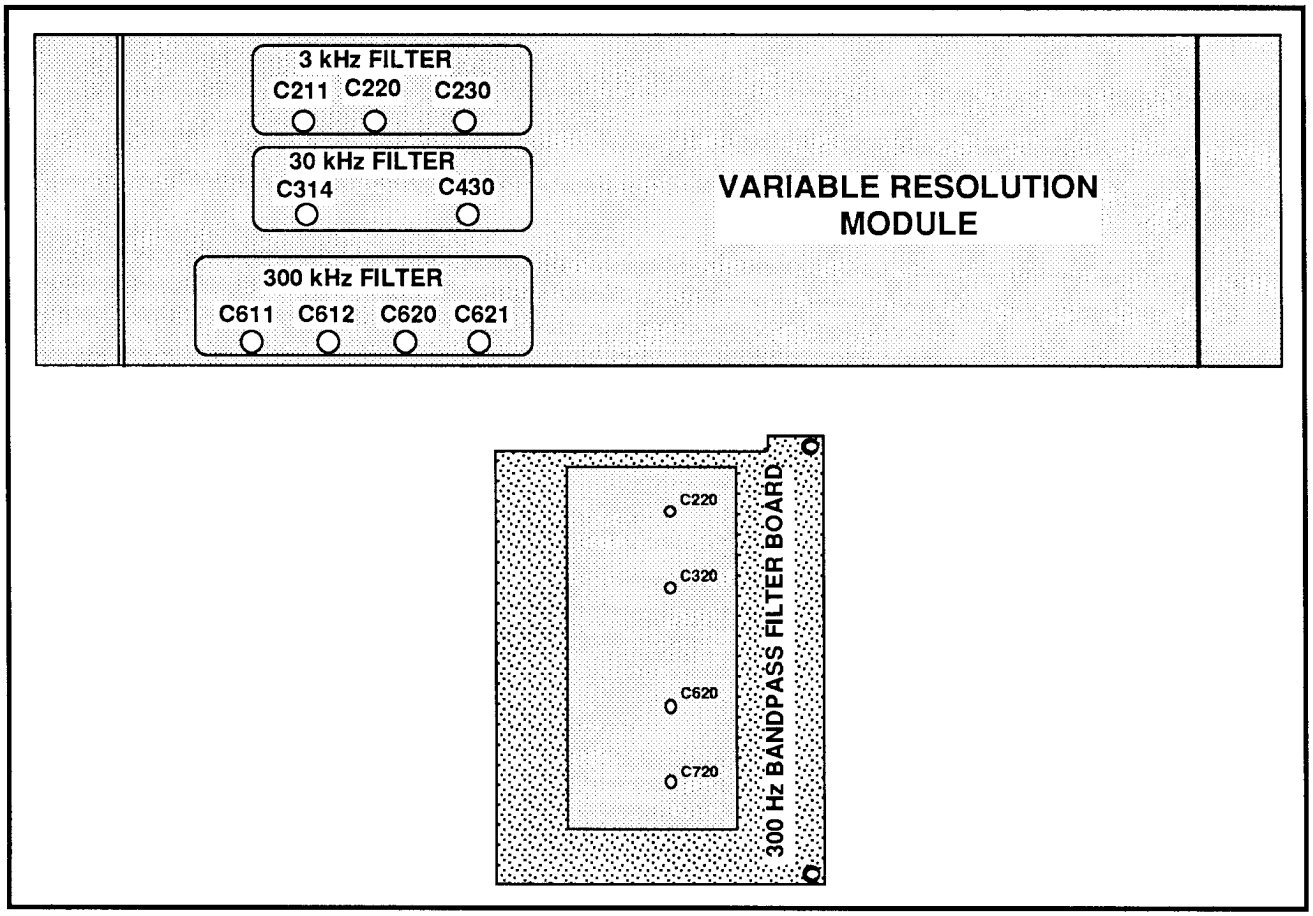

Figure 4-8. Variable Resolution module and 300 Hz Bandpass Filter board adjustment locations.
(5) Save the display in one of the DISPLAY STORAGE registers.
(6) Reset the RES BW to 300 kHz.
(7) Adjust C611, C612, C620, and C621 on the VR Filter Select board (Figure 4-8) for highest amplitude, best filter shape, and centering.
(8) Set the reference level for a full-screen display, and enable the VID FLTR.
(9) Enable bandwidth mode by pressing APPL 9 0 and entering –6 dB, then pressing BKSP and 0.
(10) Check bandwidth shape factor. The bandwidth at the 60 dB down point must not exceed 7X the bandwidth at the 6 dB down point.
(11) Check that the filter amplitude is –20 dBm, ±4 dB.
(12) Disconnect the signal from the RF INPUT.
(5) Adjust C314 and C430 on the VR board (Figure 4-8) for highest amplitude and best filter shape.
(6) Set the reference level for a full screen display, and enable the VID FLTR.
(7) Enable bandwidth mode by pressing APPL 9 0 and entering –6 dB, then pressing BKSP and 0.
(8) Check bandwidth shape factor. The bandwidth at the 60 dB down point must not exceed 7X the bandwidth at the 6 dB down point.
(9) Check that the filter amplitude is –20 dBm, ±4 dB.
(10) Disconnect the signal from the RF INPUT.
(5) Adjust C211, C220, and C230 on the VR Filter board (Figure 4-8) for highest amplitude and best filter shape.
(6) Set the reference level for a full-screen display, and enable the VID FLTR.